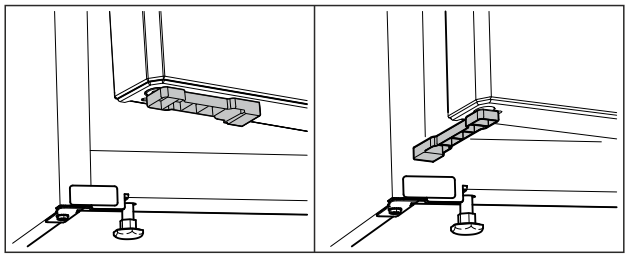

Fig. 61 *
▶ Drei døravstandsholderen med 90°. (se Fig. 61) *